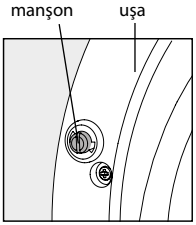

Figura 13
5.7.1 Blocarea ușilii este prevăzută în unele modele de mașini, pentru a evita pornirea accidentală mașinii, spre exemplu de către copiii. Pentru a bloca ușa de la închidere, rotiți manșonul așa cum se arată în Figura 13, cu o șurubelniță în sensul ceasornic până când se oprește - fișa iese înainte și nu va permite ca ușa să se închidă. Pentru a debloca ușa înainte de spălare trebuie să acționați în ordine inversă.